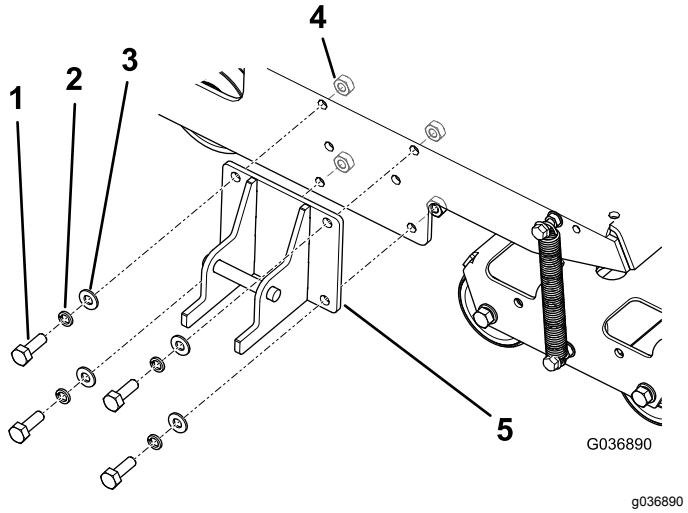

Figura 4
1. Instale o suporte do trinco na estrutura da máquina como se mostra na Figura 4.